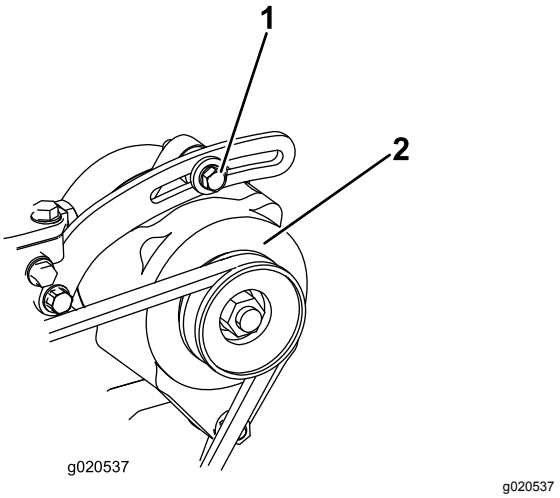

Figur 97
1. Hvis du ikke kan trykke den ned 10 mm, løsner du monteringsboltene for generatoren (Figur 97).